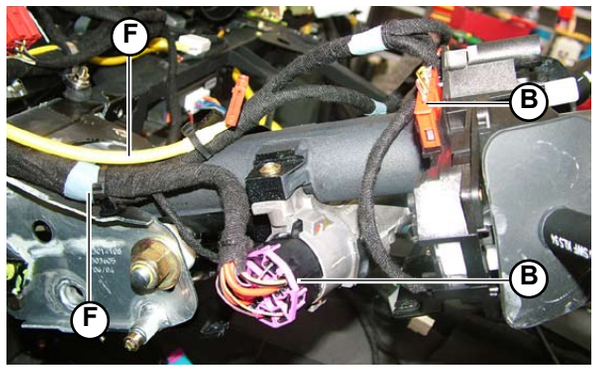

Fig.7
6. Use the clamps to secure the various wiring harnesses **(F-Fig.7)**.